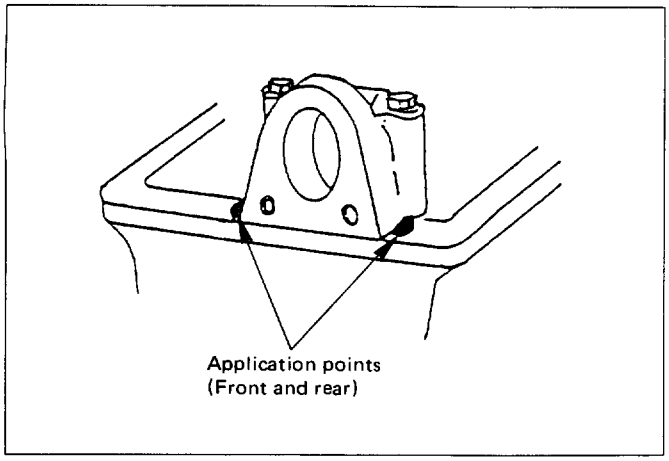

Fig. 6A1-5
- Clean the sealing surface of cylinder head and cylinder head cover to remove oil and sealing materials completely. Apply sealant (TB-1207B or equivalent) of bead diameter 2-3 mm to four places of arched area of camshaft brackets on front and rear sides. (Fig.6A1-5)